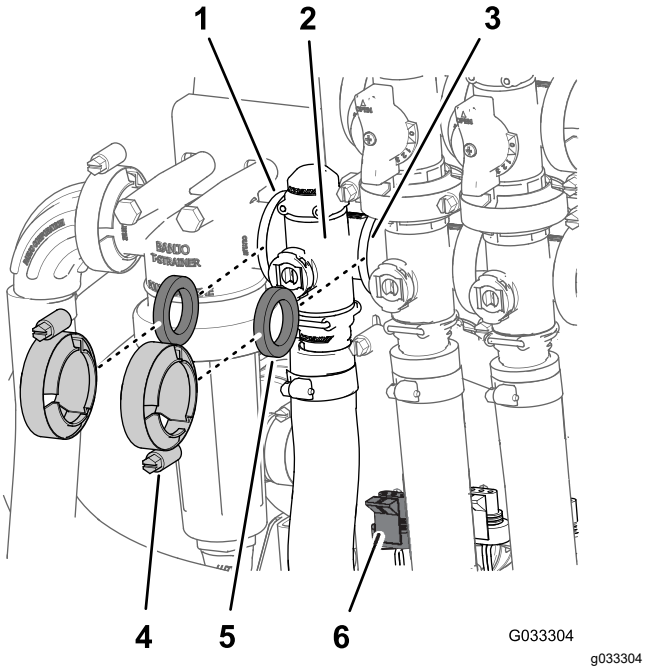

**Figura 68**
1. Remova as braçadeiras e juntas que prendem o coletor da válvula de controle de taxa (Figura 68).